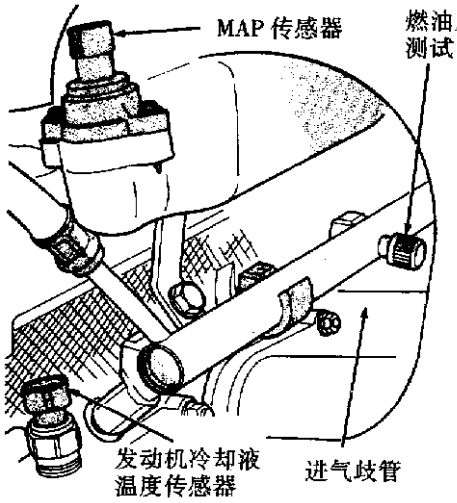
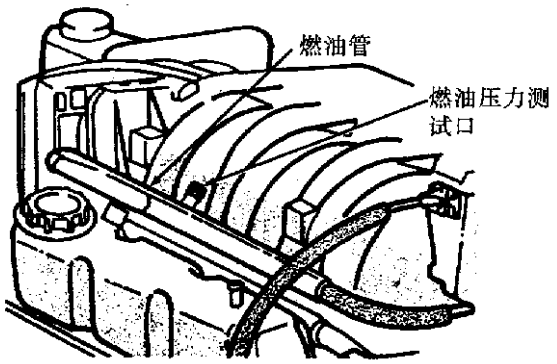

图4-5 燃油压力测试口(2.4L)
图4-6 燃油压力测试口(3.3L、3.8L)
燃油系统操作时压力大约为338kPa，检查燃油管上的测试口的燃油系统压力(图4-5或图4-6)。
(3)将燃油管上的油压检测口处的保护盖拆下(见图4-5或图4-6)。